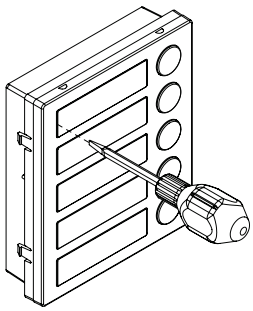

Fig. 82
- Insert the screwdriver (flat side) into the card-holder hole as shown in **Fig.82**;